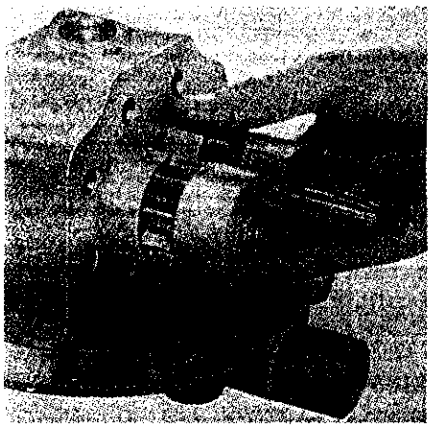

Fig. 421–Removing pump gears and bearings as an assembly.
Remove the nuts and lockwashers from the pump through bolts and remove the bolts. Separate the rear (small) pump body (18) from rear cover plate (7) and remove gear bearing (15), pump drive gear (16) and driven gear (17). Remove the rear pump drive connector (6) and seal ring(s) (8 or 8A and 8B) from rear cover and separate rear cover and front cover (19) from pump body (1). Carefully remove the drive gear (4), driven gear (3) and bearings (2) from pump body as an assembly as shown in Fig. 421. Remove the seal rings (9—Fig. 420) from pump covers. Separate the gear bearings and pump gears.